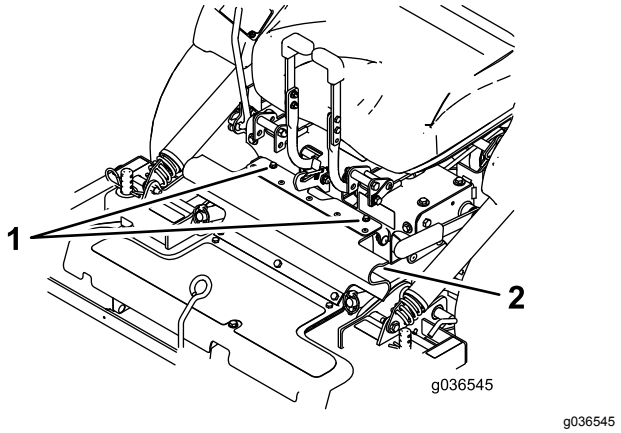

Figur 79
8. Lossa gummiskyddets skruvar (Figur 79).
8. Rikta in gummiskyddets övre del och fäst med de medföljande skruvarna (Figur 79).